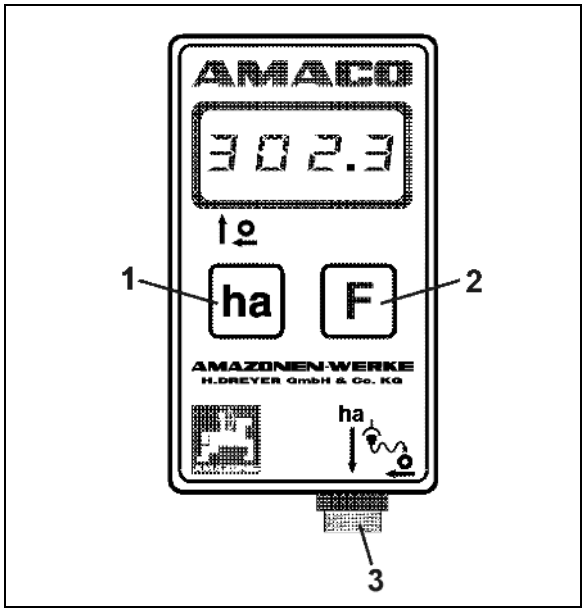

図 3
キー [ha] (図 3/1)
キー [F] (図 3/2)
- **センサ接続部** (図 3/3)